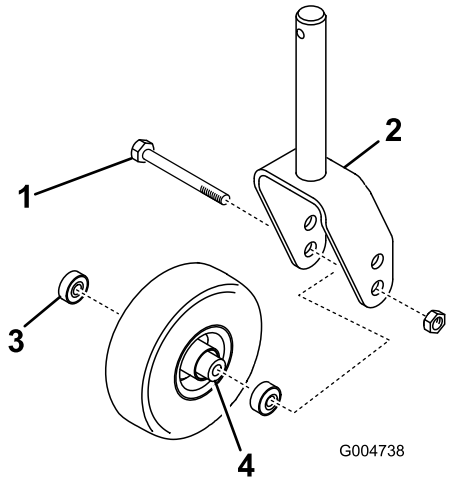
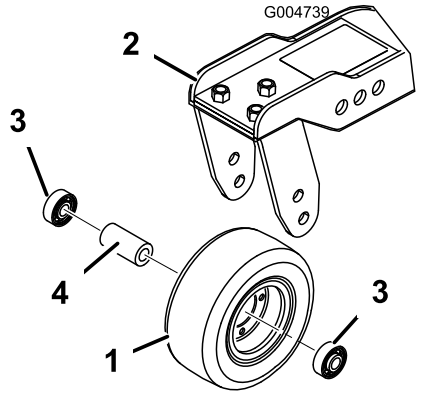

図 81
図 82
1. キャスタホイールアセンブリをキャスタフォーク図 81またはキャスタピボットアーム図 82に保持しているボルトからロックナットを外す。キャスタホイールをつかんでおいて、ボルトをフォークまたはピボットアームから抜き取る。
2. ホイールのハブからベアリングを外す。ベアリングスペーサが落ちてくる図 81 と 図 82。ホイールハブの反対側にあるベアリングを取る。